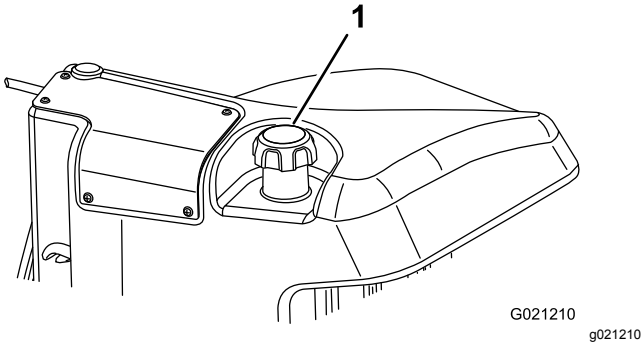

Figur 27
3. Ta bort locket från bränsletanken (Figur 27).